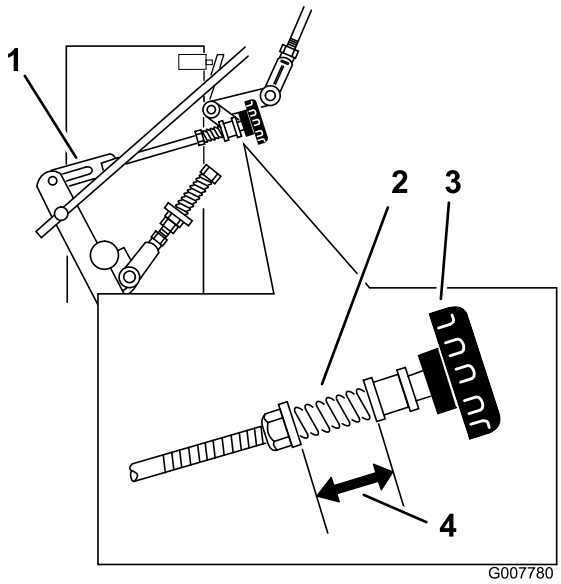

Figuur 36
3. Stel het mechanisme aan de rechterzijde af door de snelspoorknop linksom te draaien tot de band naar voren gaat draaien (Figuur 36).
4. Draai de knop per keer een kwartslag rechtsom. Zet vervolgens de toerenregelaar naar voren en terug in de neutraalstand. Herhaal dit totdat het rechterwiel niet langer naar voren draait (Figuur 36).
6. De veer waarmee de spanning op de knop wordt gehandhaafd, hoeft normaal gesproken niet te worden afgesteld. Als dit toch nodig is, pas de lengte van de veer dan aan tot 26 mm tussen de ringen (Figuur 36).
7. Pas de lengte van de veer aan door aan de moer aan de voorzijde van de veer te draaien (Figuur 36).